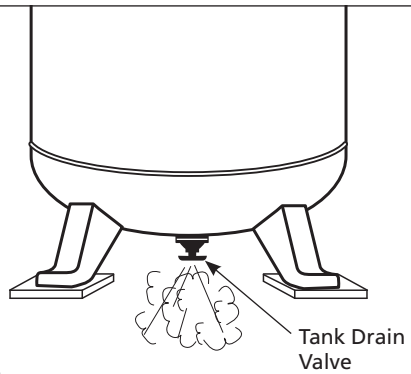

Figura 16
3. Abra la válvula de drenaje del tanque (consulte la Figura 16). Gire la válvula de salida para abrir el flujo de aire.
Desagüe el tanque: Desconecte, etiquete y bloquee la fuente de alimentación; libere la presión. Drene la humedad del tanque abriendo la válvula de drenaje debajo del tanque una vez que la presión del tanque sea inferior a 2,8 bar (Ver la figura 16 en la página Sp13).